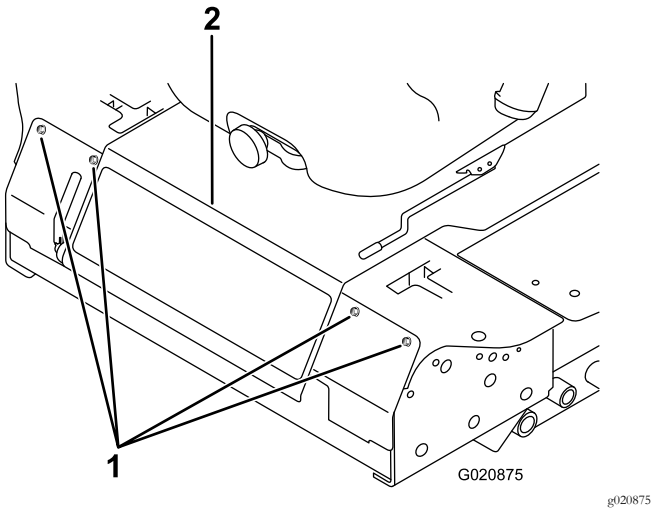

Figuur 51
2. Draai de bouten los waarmee het voorpaneel vastzit, en verwijder het paneel (Figuur 51).